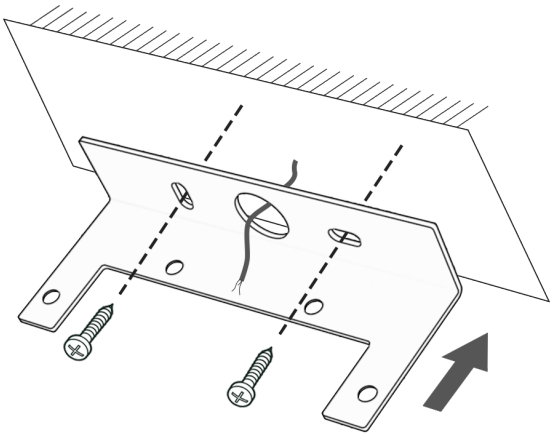

Рис.4
3. Прикрепите подвес к монтажной поверхности, предварительно продев питающий (~220В) кабель через круглое отверстие рис. 4.